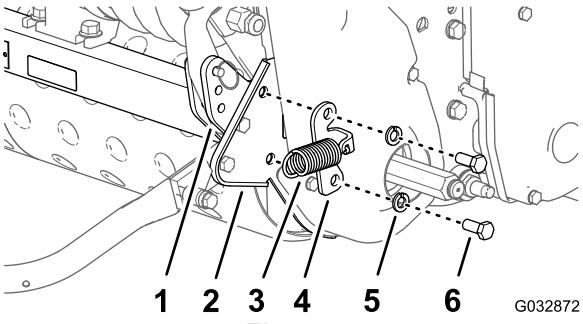

Figur 4
6. Fjern de to bolte (3/8 x 7/8 tomme) og to låseskiver (3/8 tomme), der fastgør fjederankerbeslaget og den højre sideplade til den ydre plade på maskinens bagstel (Figur 4).